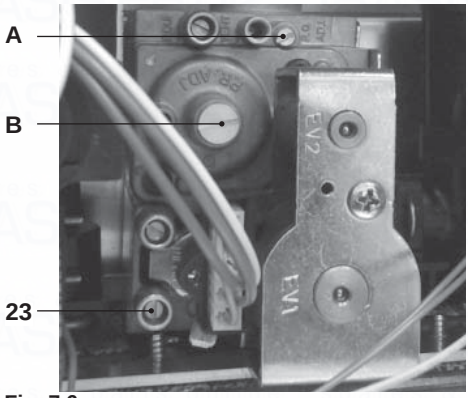

Fig. 7.6
- When the boiler is switched off (out of order), check the supply pressure by using the 23point in Fig. 7.6 and compare the value read with that reported on the Gas supply pressure table in section "Technical data Activ A 12OV" to page 24, section "Technical data Activ A 15OV" to page 26, section "Technical data Activ A 20OV" to page 28 and section "Technical data Activ A 25OV" to page 30.
- Close well the pressure point 23in Fig. 7.6.